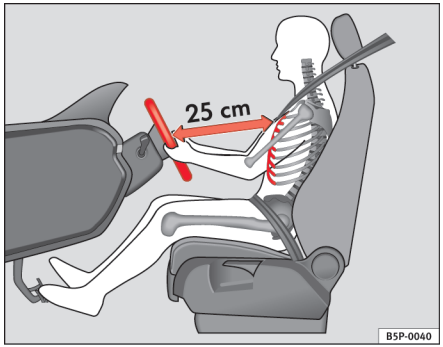

Fig. 1 Den rigtige afstand mellem fører og rat
– Indstil rattet, så afstanden mellem rattet og førerens brystkasse mindst er 25 cm ⇒ fig. 1.
- **Indstil førersædet, så der mindst er 25 cm mellem brystkassen og rattets midte ⇒ side 9, fig. 1. Hvis du sidder tættere på end 25 cm, beskytter airbagsystemet ikke optimalt.**